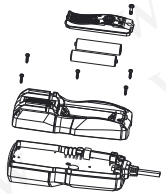

图13
3、将产品的5颗后盖镙丝旋开，取下后盖即更换保险丝。（如图13）